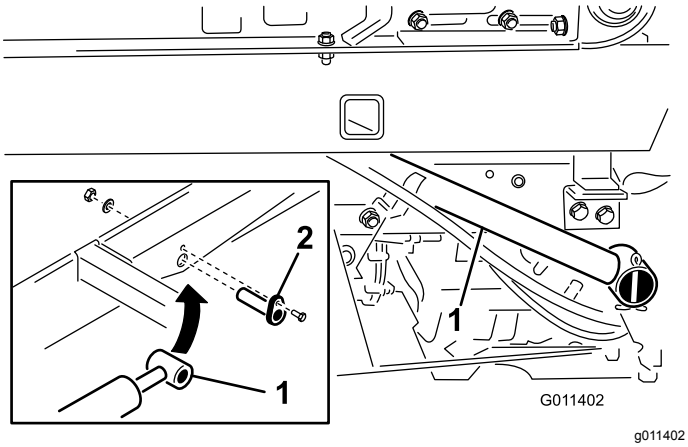

Figur 11
1. Fest stangenden til hver løftesylinder på overgjødslerens base med en sylinderbolt (Figur 11).
2. Fest hver sylinderbolt til overgjødslerens base med en hodeskrue (¼ x ¾ tomme), en flat skive og en mutter (Figur 11).